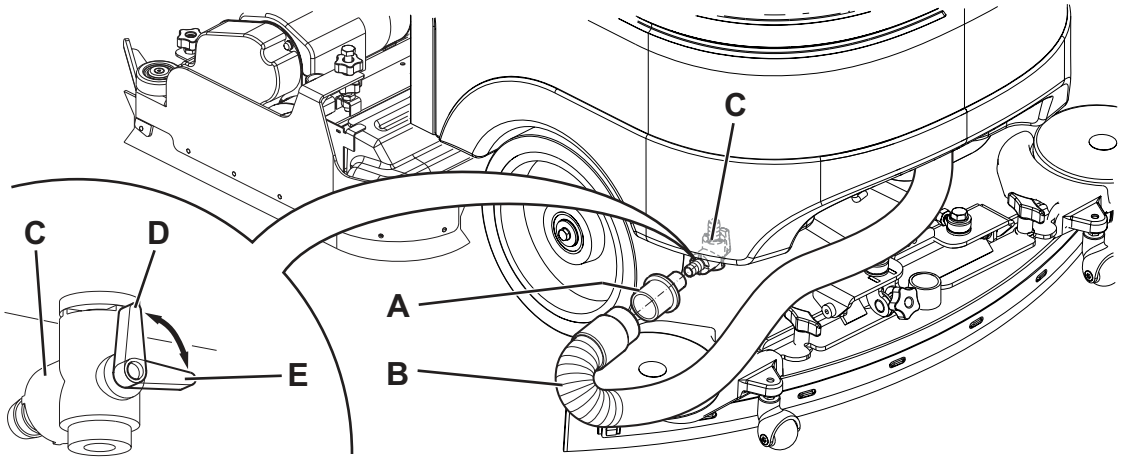

Figure 5
The display (C) shows the detergent concentration level in the solution as shown in the table in Figure 5.
8. Remove the adapter (45) from its housing inside the battery compartment.
9. Install the adapter (A, Fig. 5) on the squeegee vacuum hose (B), then fasten it to the drain tap (C).
10. Turn the ignition key (58) to “I” and turn on the vacuum system with the push-button (63).
11. Open the drain tap (C) to drain the tank (22).